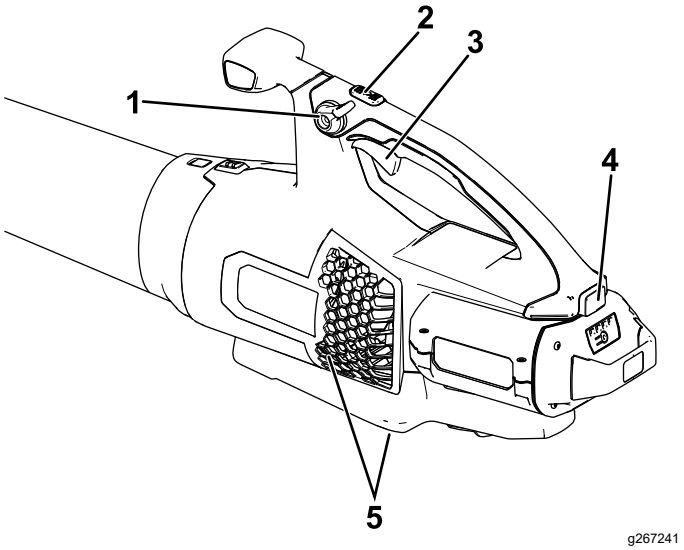

Figure 8
4. To start the blower, squeeze the variable-speed trigger (Figure 8).
Note: Engage the speed lock to keep the machine on without pressing the variable-speed trigger (Figure 8).
To achieve maximum performance (air speed) , press and hold the turbo boost button for the desired amount of time (Figure 8).
To adjust the air speed as you blow, use the variable-speed trigger (Figure 8).
To maintain the current air speed, engage the speed lock (Figure 8).
To shut off the blower, disengage the speed lock (if in use) and release the variable-speed trigger (Figure 8).